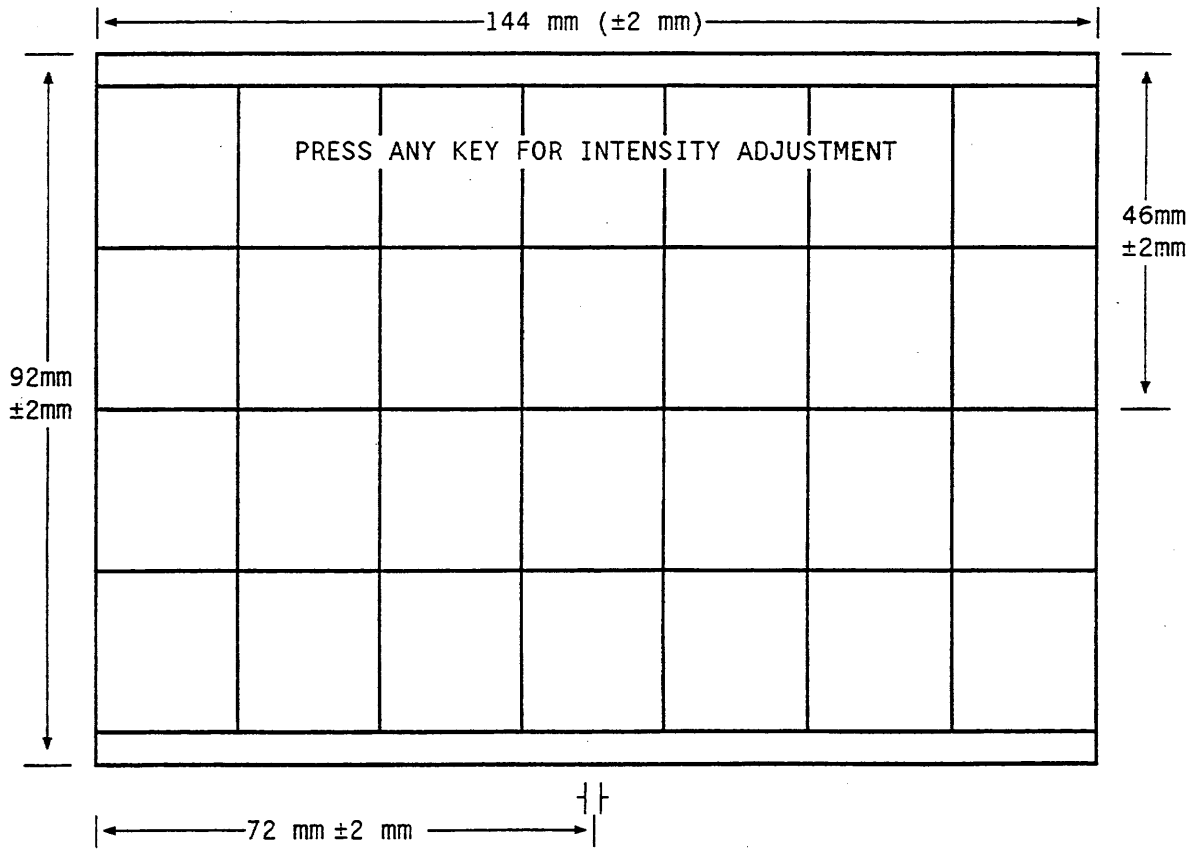

Figure 5-3. Display Size Test Pattern.
e. Activate the Display Test Pattern as shown in figure 5-3 by pressing the < DISPLY > softkey on the Series 200 Controller.
g. Adjust the HEIGHT and VERT PHASE (position) until the Test Pattern meets the vertical measurements in figure 5-3.
i. Adjust HORIZ WIDTH until the Test pattern width is the same as the width shown in figure 5-3. Note that the pattern may no longer be centered within the edges of the CRT.